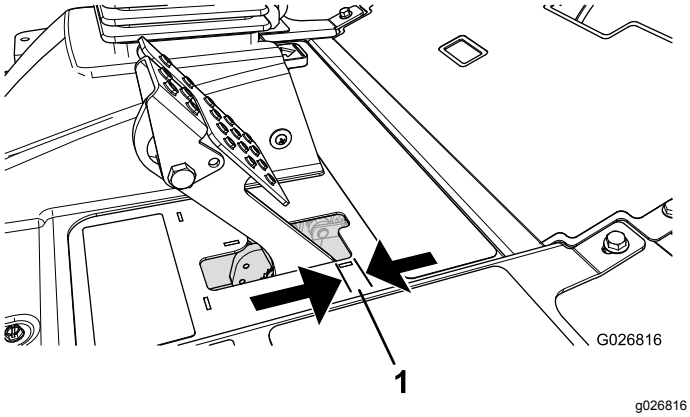

Figur 86
Juster bremserne, hvis bremsepedalen har mere end 2,5 cm fri vandring, eller hvis mere fastholdelseskraft er påkrævet (Figur 86). Fri vandring angiver den afstand, som bremsepedalen kan flyttes, før du mærker bremsemodstand.
2. Tilspænd den bageste møtrik for at flytte kablet bagud, indtil bremsepedalerne har 0,63 til 1,27 cm fri vandring, før hjulene låses (Figur 86).